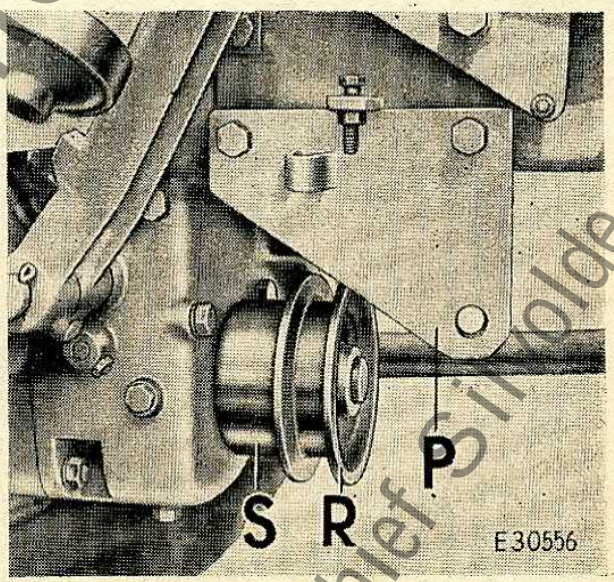

Bild 9
2. Schutzkappe von vorderer Zapfwelle abnehmen und an deren Stelle Riemenscheibenschutz (S, Bild 9) mit den gleichen zwei Sechskantschrauben und Federringen befestigen.
3. Riemenscheibe (R) auf die vordere Zapfwelle aufschieben und mit Sechskantschrauben festziehen; diese mit Gegenmutter sichern.
4. Platte (P, Bild 9) zum Einhängen des Gelenkbalkens bei Straßenfahrt an der rechten Seite vor dem rechten Bodenblech mit zwei Sechskantschrauben und Federringen anschrauben.